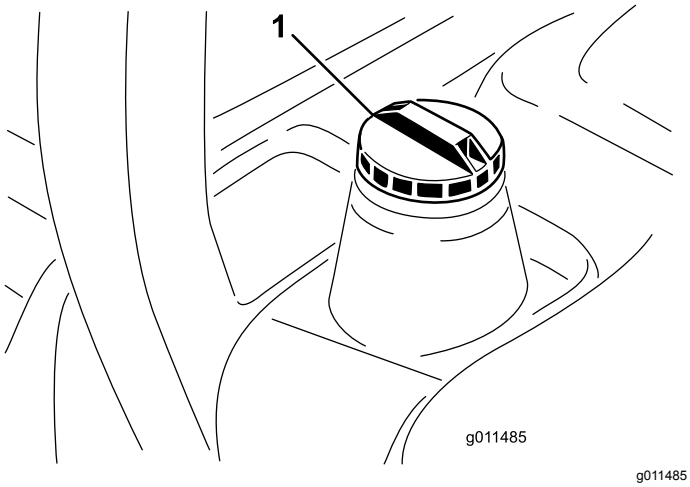

Figur 16
3. Ta lokket av drivstofftanken (Figur 16).